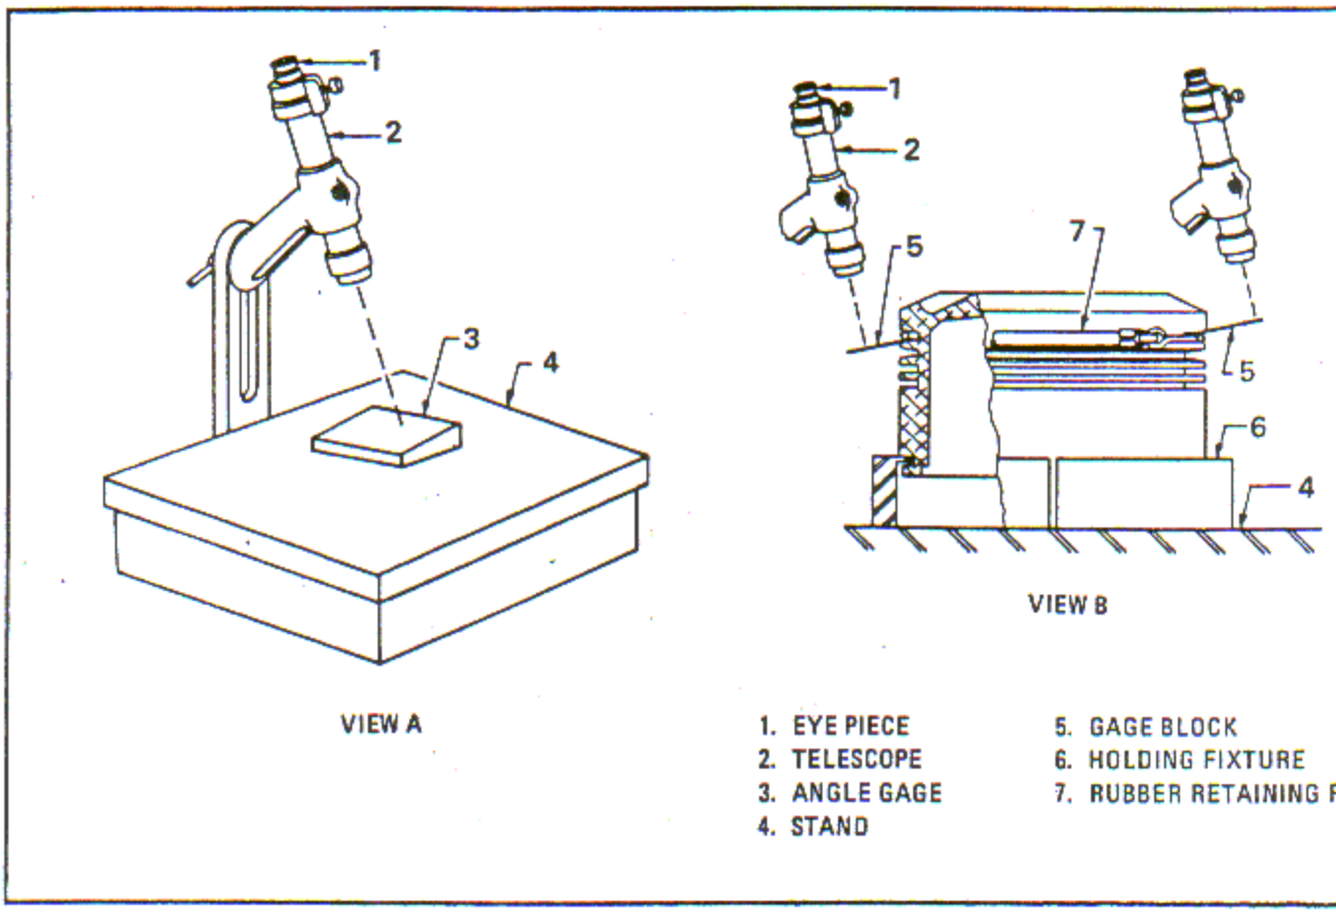

Figure 6-179. Inspection of Wedge-Type Ring Grooves After Reconditioning
i. Place the eight degree angle gage (3, figure 6-179, view A) of telescope assembly on the surface plate stand (4). Assemble the telescope assembly instrument (2) to the stand. Aim the instrument at the eight degree angle gage as shown. Adjust the telescope assembly so that the 60 minute mark on the illuminated or bright scale intersects the 20 minute mark on the fixed black scale when viewed through eye piece. The instrument is now adjusted to seven degrees 60 minutes or eight degrees. Clamp the instrument and recheck the setting.
j. Insert a 0.060 inch Johansson block (5, view B) of telescope assembly into the No. 1 ring groove resting flat against the upper angle. Hold the 0.060 inch block in this position with the support ring (7) as shown. Check the position of the block to ensure that it is not bottoming in the groove, but contacts the full width of the angle with no visible light between the block and the ring groove sides.
k. Install the piston in holding fixture (6) of the telescope assembly (2) and place the assembly on the angle checking surface plate stand with the block of the assembly in the twelve o'clock position. Adjust the piston so that the telescope assembly is aimed at the protruding portion of the block shown. Look through the eye piece. The bright portion of the scale should intersect with the 20 minute mark of the fixed black scale between 23 and 37 minutes to indicate a 7 degree 23 minute to 7 degree 37 minute reading. Readings should be taken 180 degrees apart underneath the valve pockets.
m. Rotate the piston until the gage block (5, figure 6-179, view B) is in the six o'clock position, then move the piston on the surface plate until the telescope assembly lines up with the block. Read the groove side angles as described in step k.